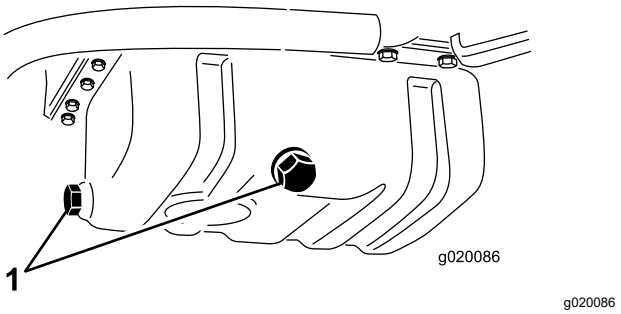

Figur 55
1. Fjern en af aftapningspropperne (Figur 55), og lad olien flyde over i aftapningsbeholderen. Sæt aftapningsproppen på igen, når olien holder op med at løbe.